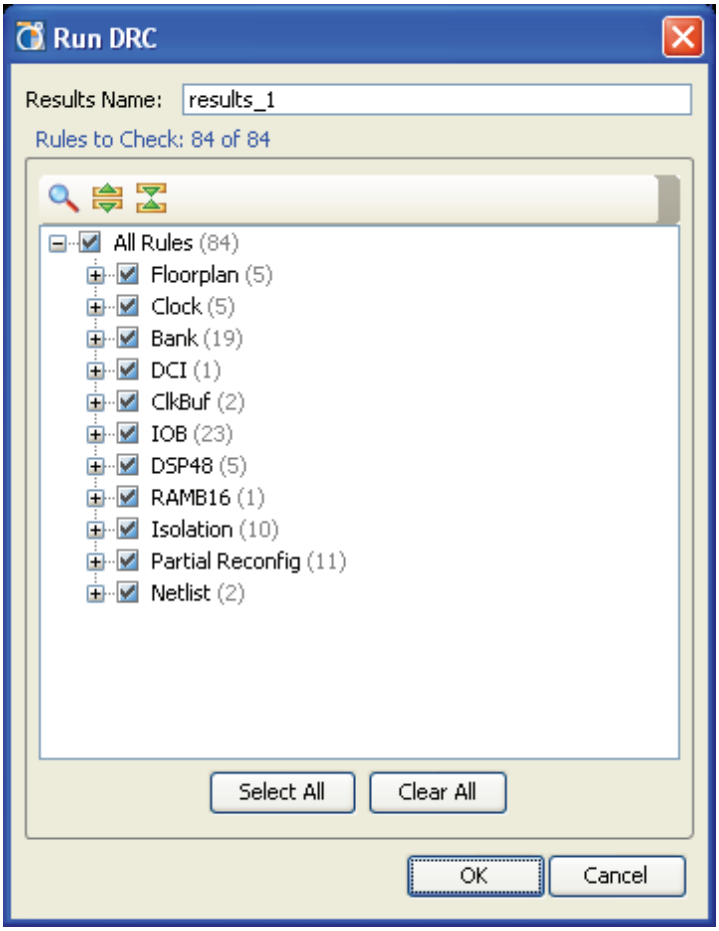

Figure 3-48: **Run DRC Dialog Box**
3. Click **OK** (see Figure 3-48).